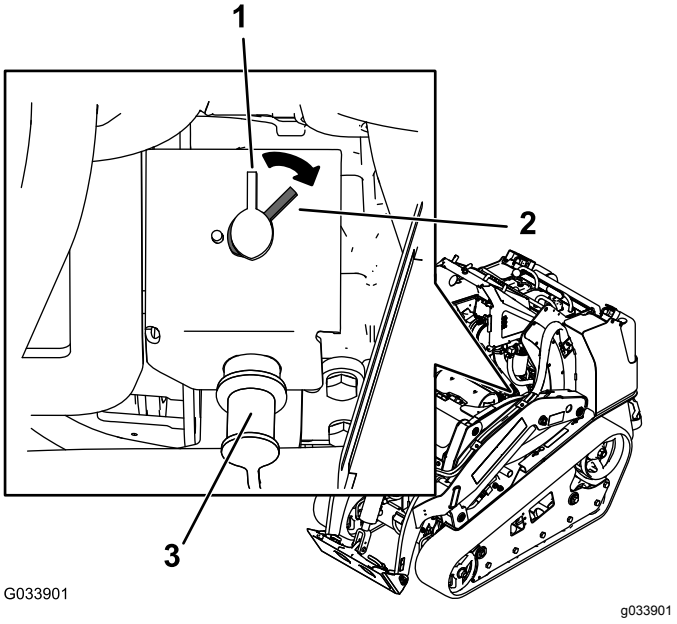

Rysunek 50
- Aby włączyć zasilanie elektryczne maszyny, przekręć odłącznik akumulatora w prawo do pozycji ON (Rysunek 50).
- Aby odłączyć zasilanie elektryczne maszyny, przekręć odłącznik akumulatora w lewo do pozycji OFF (Rysunek 50).